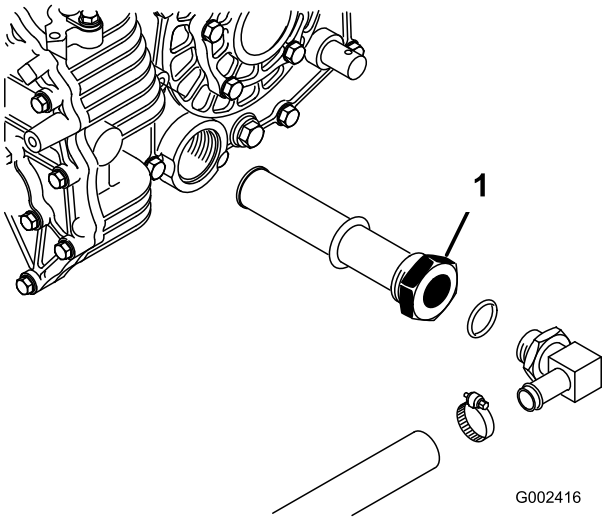

Figuur 69
3. Onthoud de positie van de hydraulische slang en de 90° fitting voor de zeef aan de zijde van het reservoir (Figuur 69). Verwijder de hydraulische slang en de 90° fitting.